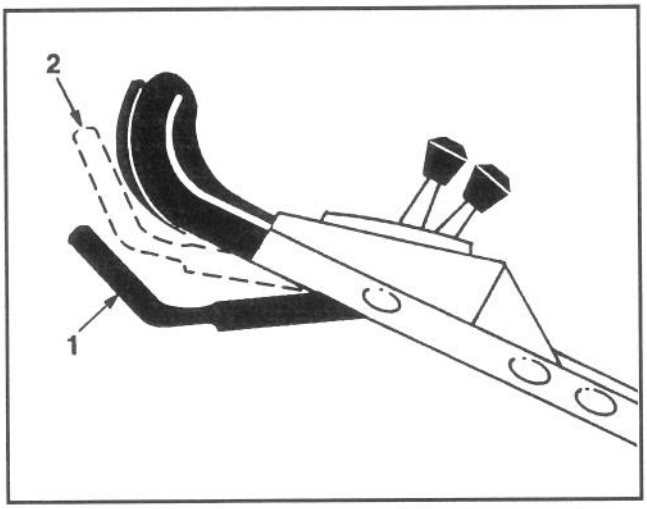

Abb. 10
7. FAHRBETRIEB (Abb. 10) – Den Abtriebshebel auf die FAHRT/KUPPLUNG Stellung einstellen. Geschwindigkeitskontrolle in gewünschte Stellung bringen und Antriebshebel gegen Schiebestange drücken um loszufahren.